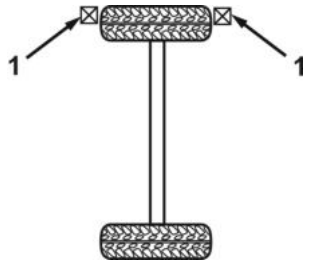

Figure 2. Chock Block Placement on Level Surface With One Side of Trailer Raised.
2. If trailer is parked on level surface and one side of trailer needs to be raised, place chock blocks (Figure 2, Item 1) in front and back of tire remaining on the ground.